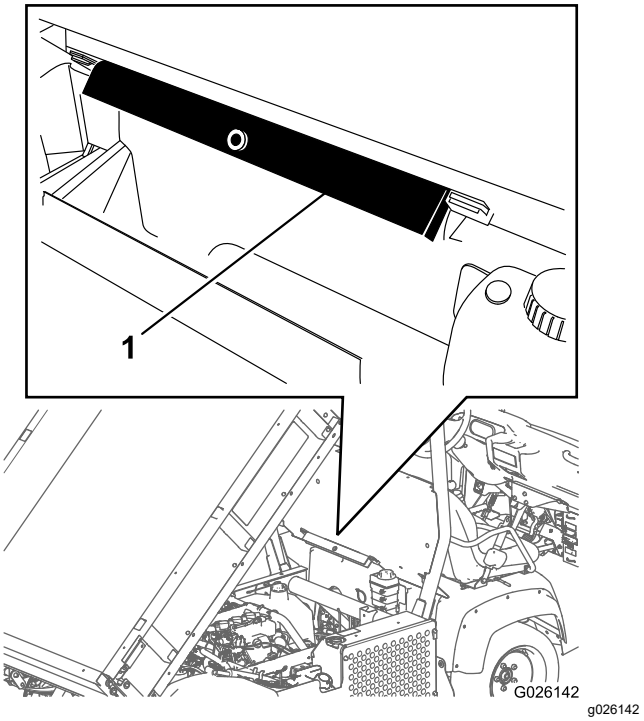

Figur 32
2. Fjern ladstøtten fra opbevaringsbeslagene bag på styrtbøjlepanelet (Figur 32).